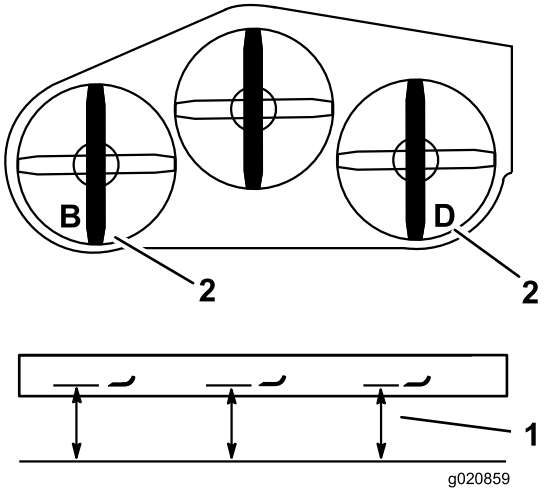

Figur 85
2. Mät den vänstra kniven vid punkt **B**, från en plan yta till knivens egg, och skriv upp måttet (Figur 85).
3. Mät den högra kniven vid punkt **D**, från en plan yta till knivens egg, och skriv upp måttet (Figur 85).
4. Måttet för läge **B** måste vara inom 3 mm av måttet för läge **D**. (Figur 85). Fortsätt till nästa steg om detta inte är korrekt.